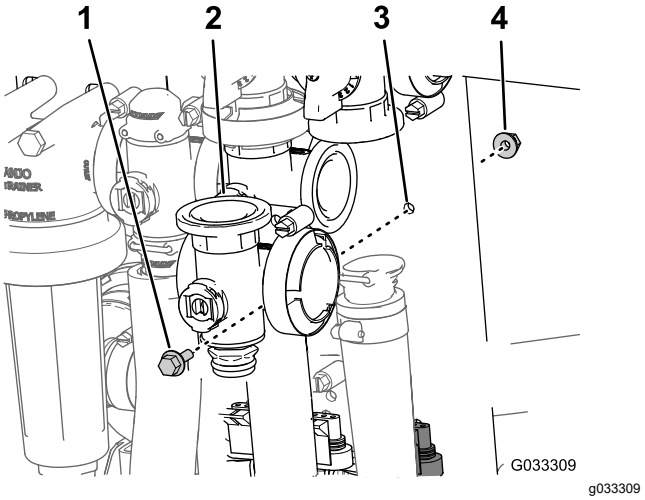

Figur 72
3. Ta bort flänsskruven och flänslåsmuttern som håller fast huvudsektionsventilen vid ventilfästet, och avlägsna sedan ventilgrenröret från maskinen (Figur 72).